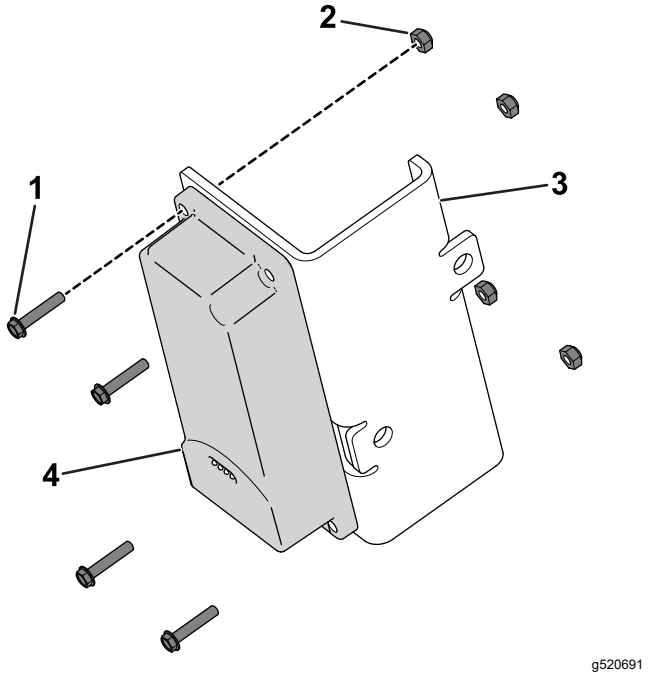

Figur 11
1. Använd fyra sexkantsskruvar (#10 x 1 tum) och fyra låsmuttrar (#10) för att fästa telematikenheten på enhetsfästet (Figur 11).